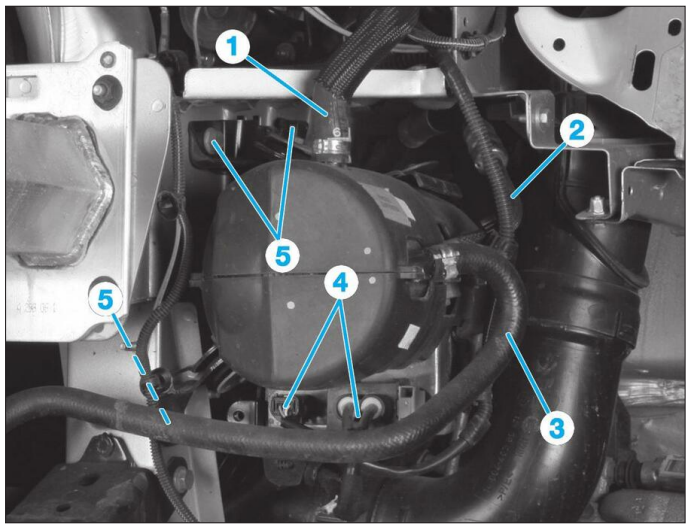

Fig. 17
- la canalisation d'alimentation (1) d'huile du groupe électropompe d'assistance de direction **(Fig.17)**.
- à l'aide d'une clé torx T40, la canalisation haute pression (2).
- le canalisation basse pression du circuit de direction assistée (3).
• Débrancher les différents connecteurs (4).
• Déposer les vis de fixation (5) du groupe électropompe.